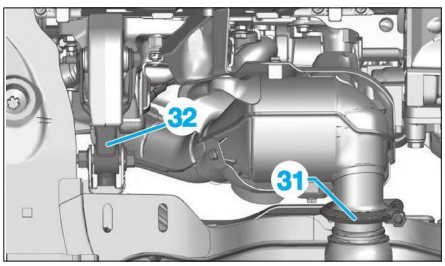

**Fig. 74**
- le collier du précatalyseur (31) **(Fig.74)**,
- la biellette anticouple (32).